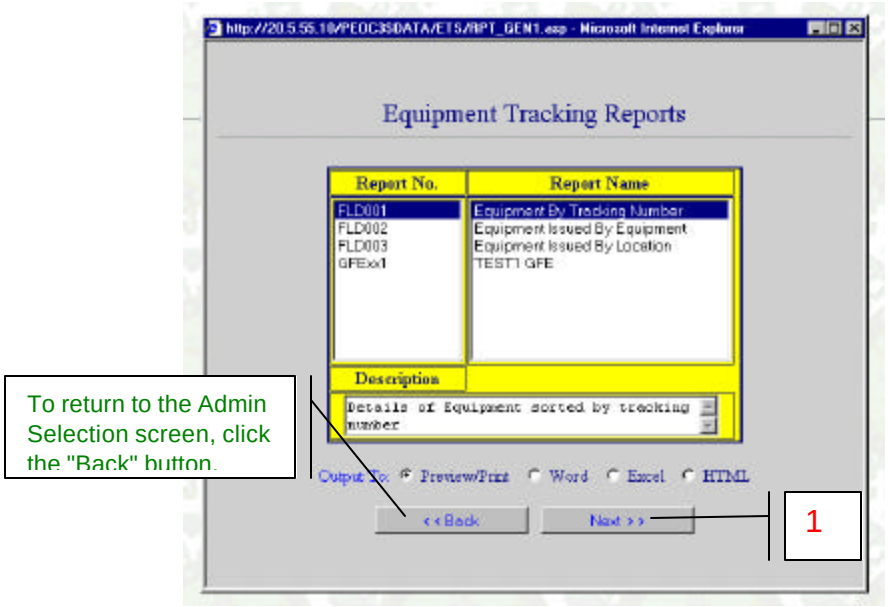
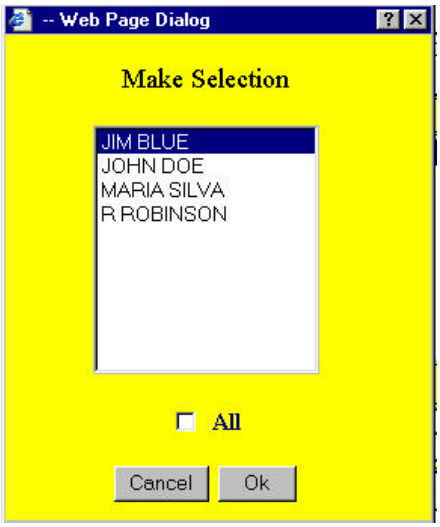

Figure 3-23. Report Selection (RPT_SEL.asp)
Figure 3-24. Make A Selection Screen For Reports (Rpt_GEN1.asp).
b. Click the Next >> button (1, Figure 3-3) and the Report Selection screen (Figure 3-23) will appear.
c. Highlight the required report, click the Next >> button (1, Figure 3-23) and a Make Selection screen (Figure 3-24) will appear.